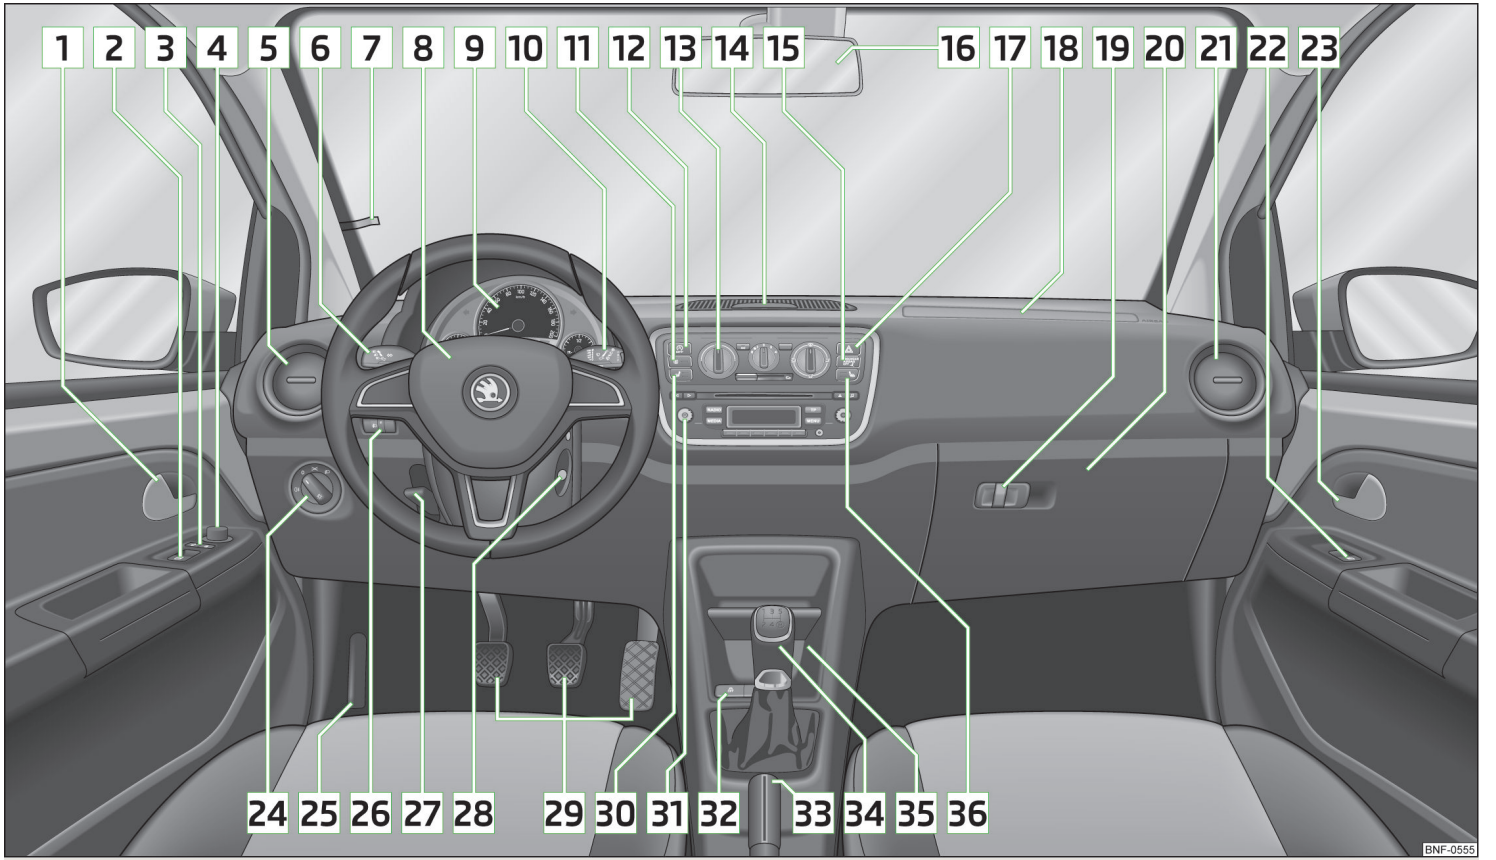

Fig. 16 **Cockpit**
- The arrangement of the controls and switches and the location of some items on right-hand drive models may differ from that shown in » Fig. 16 . The symbols on the controls and switches are the same as for left-hand drive models.